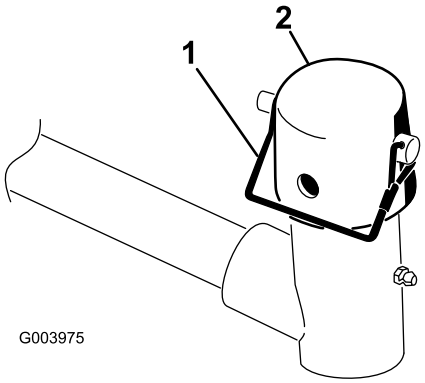

Figura 9
7. Retire el pasador de seguridad y el tapón de la horquilla de pivote del brazo de elevación (Figura 9).
11. Sujete el tapón y el eje del bastidor de tiro a la horquilla del brazo de elevación con el pasador de alambre (Figura 9).